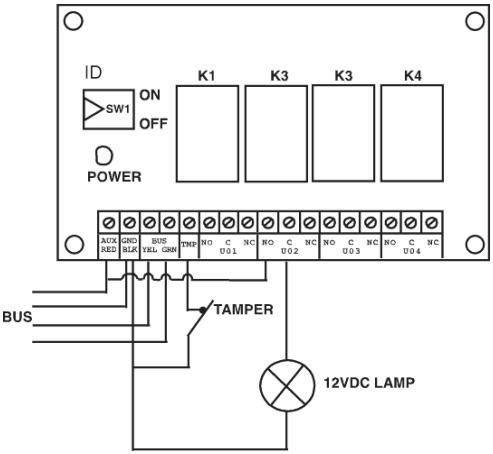

Figure 3-4: Utility Output Module UO4 (Showing an Example of UO4 Wiring)
a. UO4 – Relays (see Figure 2-8 and Figure 3-4)
8. Connect the devices to the outputs terminals (12VDC @ 1A max Dry Contact Relays). See Figure 2-8 and Figure 3-4